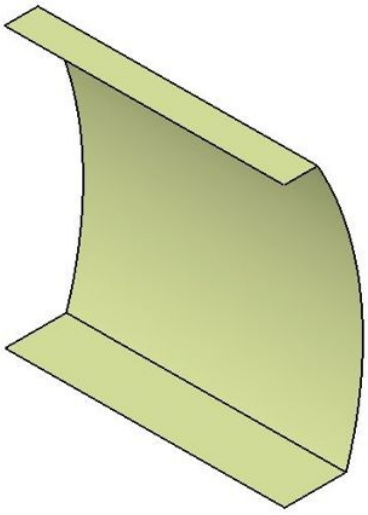

Figure 11-71 *Resulting base surface*
4. Select the **Mirrored Extent** check box and set the value for **Limit 1** in the **Dimension** spinner to **50**. Choose **OK** from the **Extruded Surface Definition** dialog box. The model after creating the base surface is shown in Figure 11-71.